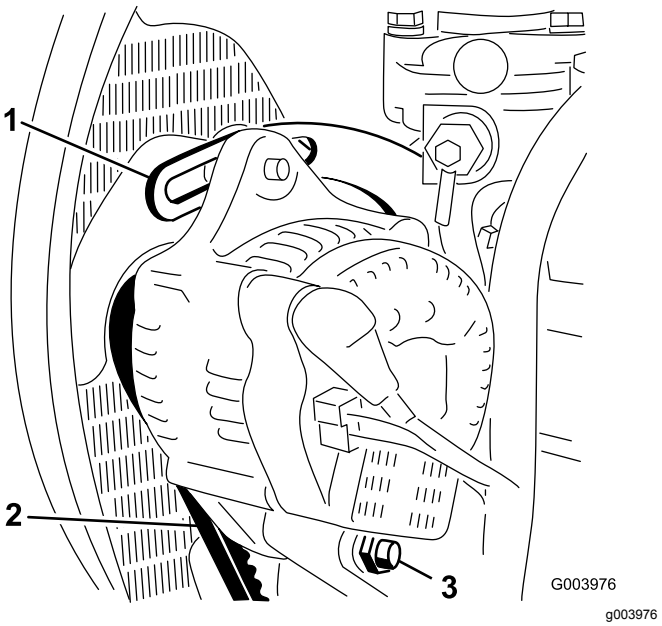

**Figuur 48**
2. Controleer de spanning van de riem door deze (Figuur 48) midden tussen poelies van de wisselstroomdynamo en de krukas in te drukken met een kracht van 10 kg.
3. Draai de bout los waarmee de beugel is bevestigd aan de motor (Figuur 48), alsmede de bout waarmee de wisselstroomdynamo is bevestigd aan de beugel en de ankerbout.